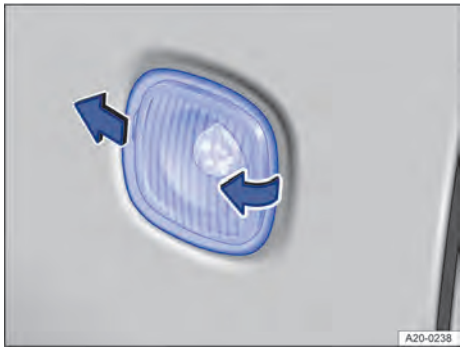

Bilde 174 På siden av bilen: Utmontere sideblinklys.
2. Trykk sideblinklyset i kjøreretningen, og sving det ut bak → Bilde 174.